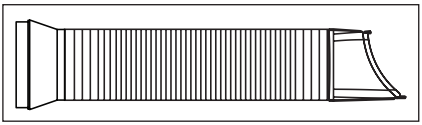

Abb. 3
1. Ziehen Sie den Schlauch auf einer beliebigen Seite aus (Abb. 3).